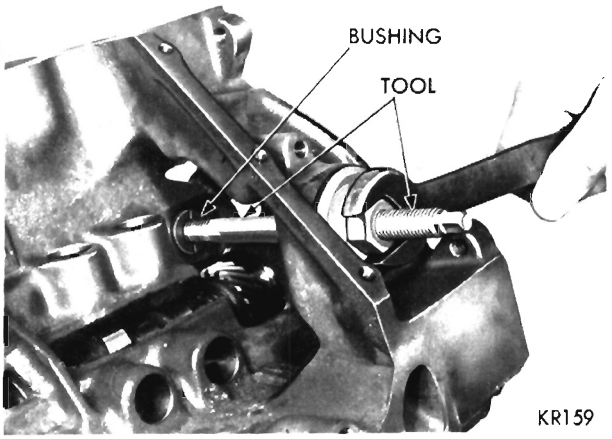

Fig. 35—Removing Distributor Drive Shaft Bushing
(1) Insert Tool C-3052 into the old bushing and thread down until a tight fit is obtained (Fig. 35).
(2) Hold remover screw and tighten nut until bushing is removed.